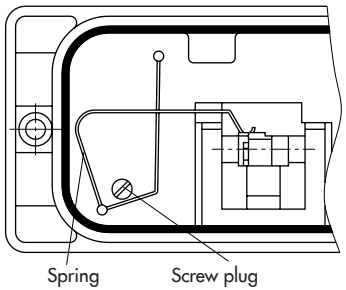

Fig. 5-4: *Installing the spring on the back of the housing*
7. Remove screw plug on the back of the positioner (Fig. 5-4) and seal the side signal pressure output with the stopper included in the accessories.
8. Mount the positioner so that the hole in the intermediate plate (15) covers the seal in the hole of the actuator yoke.
ly located in the bracket (11), fix the spring included in the accessories at the back of the positioner housing as illustrated in Fig. 5-4.
1. Place the lever with feeler roll (3) on the side of the lever (5) opposite to where the press nuts are located and secure it using the supplied screws (6) and washers.
2. Attach the spring contained in the accessories kit (order no. 1400-6660) to the back of the positioner housing (see Fig. 5-4).